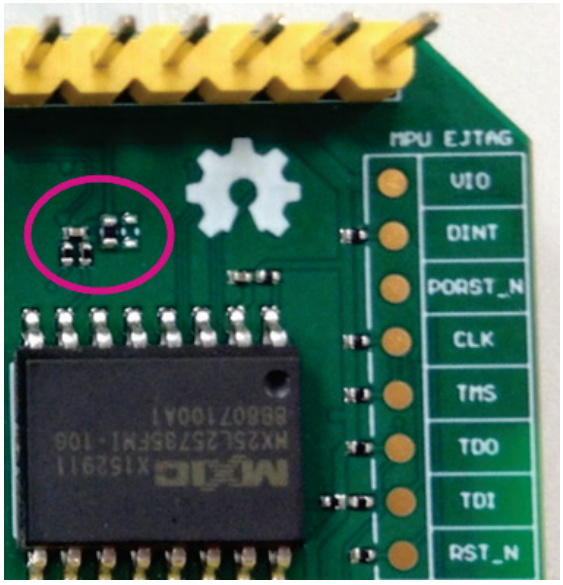

Figure 7 JTAG resistors on LinkIt Smart 7688 Duo bottom view
1) Find a group of resistors on the bottom side of LinkIt Smart 7688 Duo (top-right view) as circled in Figure 7.